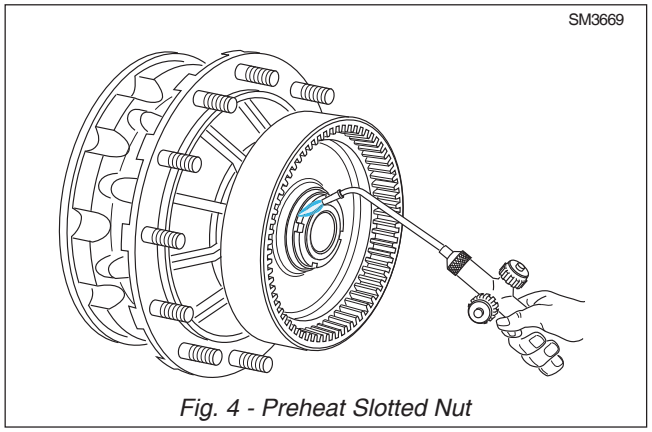

Fig. 4 - Preheat Slotted Nut
16. Prior to removal of slotted nut (19) it will be necessary to heat the nut to 200°c to release the loctite bond. Using a special tool (15503031) or suitable powered tool, remove slotted nut (19). Refer to Figures 4 and 5.